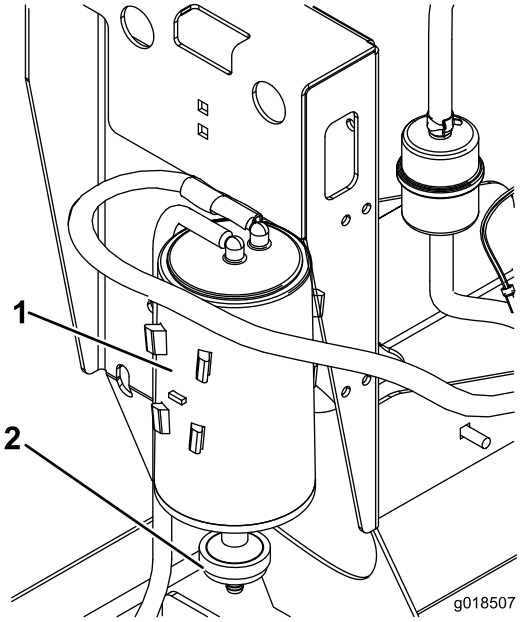

Figur 20
2. Fjern og kassér kulfilterbeholderens luftfilter (Figur 20).